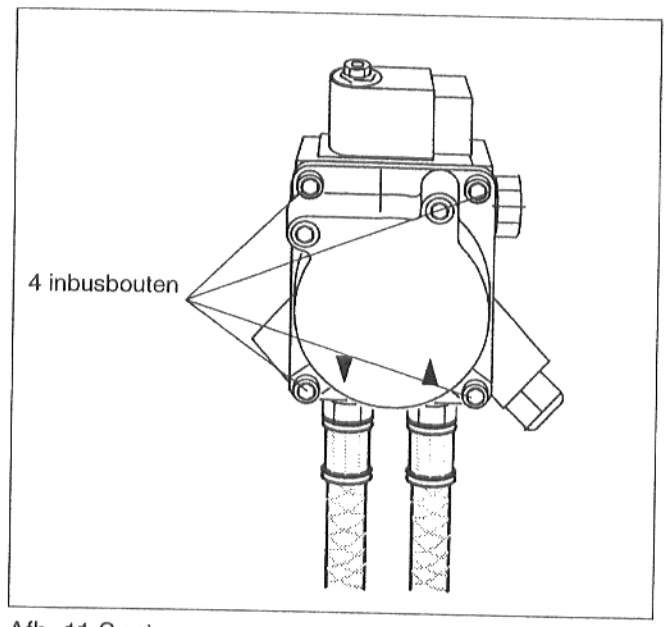

Afb. 11 Suntec-pomp
- De 4 inbusbouten losdraaien (afb. 11).